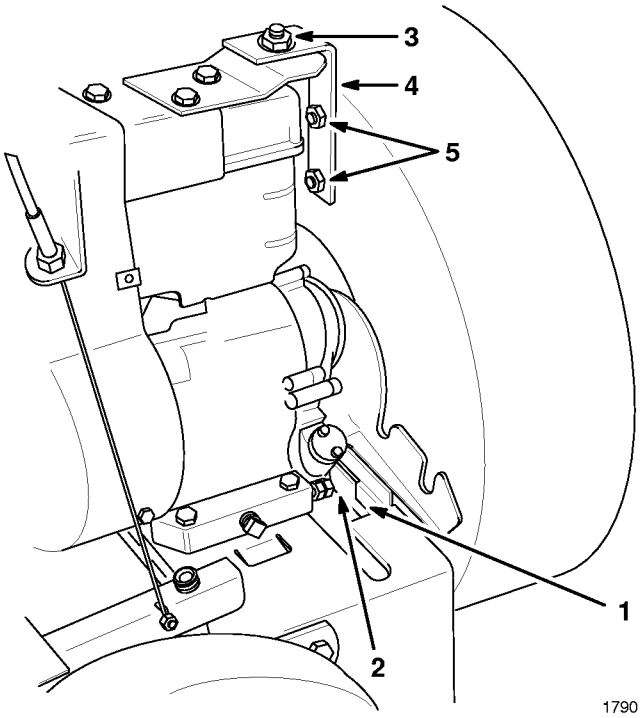

Abbildung 18
10. Das Gehäuse wieder einsetzen, wobei der Befestigungswinkel für das untere Gebläsegehäuse und die Vorderseite des Motorsockels ineinandergeschoben werden (Abb. 18). Vergewissern Sie Sich, daß der Winkel des unteren Gehäuses auch wirklich auf die Vorderseite des Sockels geschoben ist.
11. Den Motorwinkel auf den Gehäusebefestigungsbolzen mit zwei Kontermuttern befestigen. Die Bundmutter oben auf dem Motorwinkel aufschrauben (Abb. 18).